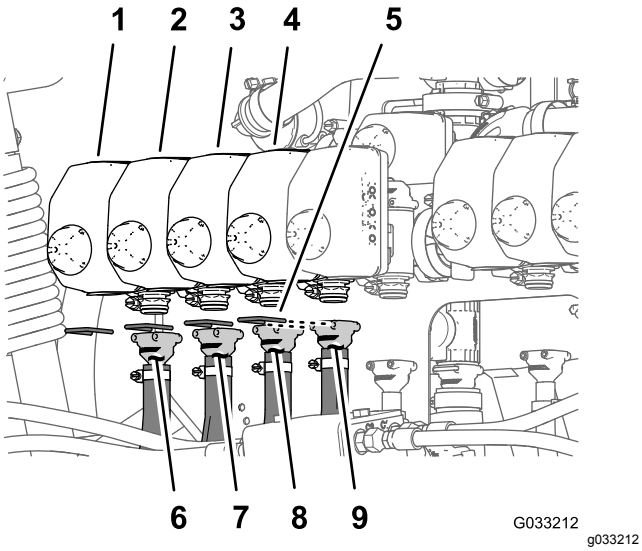
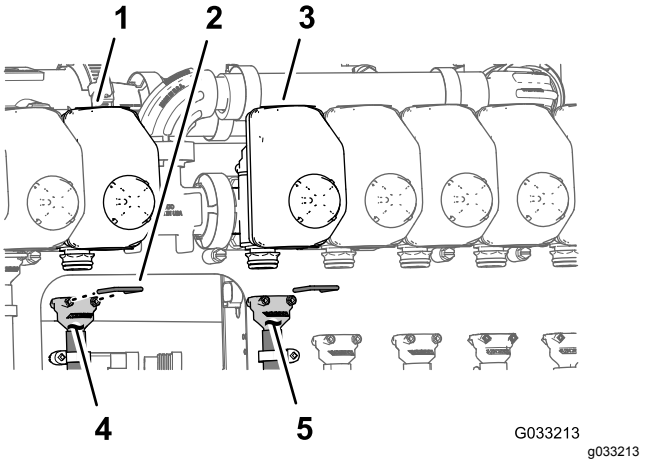
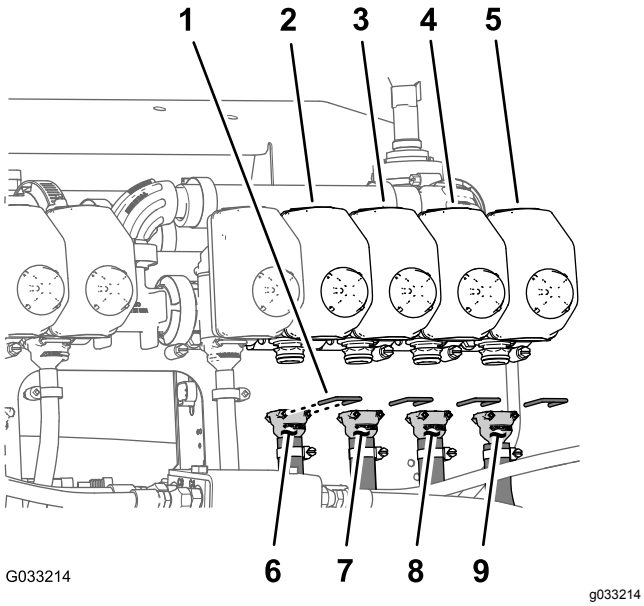

Figuur 103
Figuur 104
Figuur 105
Opmerking: Zie Figuur 103 in Monteren van de slangen voor spuitdopkleppen 1-4. (bladz. 50), Figuur 104 in Monteren van de slangen voor spuitdopkleppen 5 en 6. (bladz. 50), en Figuur 105 in Monteren van de slangen voor spuitdopkleppen 7-10. (bladz. 51) voor de posities van de spuitdopkleppen.
1. Monteer de rechte geribde fitting van een toevoerslang van 279 cm op de koppeling van spuitdopklep 1 (Figuur 103).
2. Zet de geribde fitting vast met een borgclip (Figuur 103).
3. Monteer de rechte geribde fitting van een toevoerslang van 234 cm op de koppeling van spuitdopklep 2 (Figuur 103).
4. Zet de geribde fitting vast met een borgclip (Figuur 103).
5. Monteer de rechte geribde fitting van een toevoerslang van 188 cm op de koppeling van spuitdopklep 3 (Figuur 103).
6. Zet de geribde fitting vast met een borgclip (Figuur 103).
7. Monteer de rechte geribde fitting van een toevoerslang van 188 cm op de koppeling van spuitdopklep 4 (Figuur 103).
8. Zet de geribde fitting vast met een borgclip (Figuur 103).
1. Monteer de rechte geribde fitting van een toevoerslang van 81 cm op de koppeling van spuitdopklep 5 (Figuur 104).
2. Zet de geribde fitting vast met een borgclip (Figuur 104).
3. Monteer de rechte geribde fitting van een toevoerslang van 81 cm op de koppeling van spuitdopklep 6 (Figuur 104).
4. Zet de geribde fitting vast met een borgclip (Figuur 104).
1. Monteer de rechte geribde fitting van een toevoerslang van 188 cm op de koppeling van spuitdopklep 7 (Figuur 105).
2. Zet de geribde fitting vast met een borgclip (Figuur 105).
3. Monteer de rechte geribde fitting van een toevoerslang van 188 cm op de koppeling van spuitdopklep 8 (Figuur 105).
4. Zet de geribde fitting vast met een borgclip (Figuur 105).
5. Monteer de rechte geribde fitting van een toevoerslang van 234 cm op de koppeling van spuitdopklep 9 (Figuur 105).
6. Zet de geribde fitting vast met een borgclip (Figuur 105).
7. Monteer de rechte geribde fitting van een toevoerslang van 279 cm op de koppeling van spuitdopklep 10 (Figuur 105).
8. Zet de geribde fitting vast met een borgclip (Figuur 105).